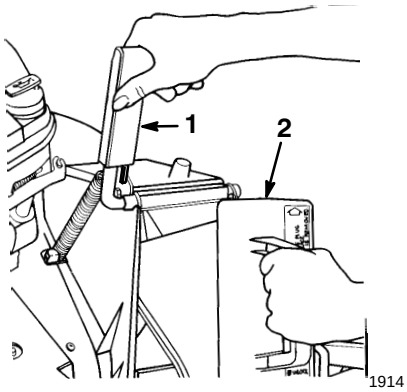

Abbildung 5
2. Die Auswurfkanaltür öffnen, indem der Griff nach hinten gezogen wird (Abb. 5).
4. Den Stopfen etwas im Uhrzeigersinn drehen, während er eingesetzt wird (Abb. 5).